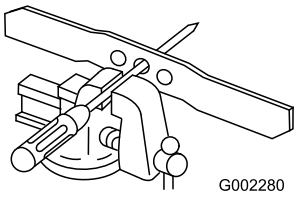

Figura 37
1. Verificate il bilanciamento della lama collocando il foro centrale della lama su un chiodo o sul codolo di un cacciavite serrato orizzontalmente in una morsa (Figura 37).